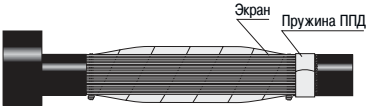

Рисунок 12
4.20 Снять временный б нд ж из ленты ПВХ с проволок экр н . Проволоки экр н р зогнуть в н пр влении друг друг вдоль муфты, н ложив длинные проволоки н короткие (40 мм), и з крепить пружиной ППД (рисунок 12). Излишки проволок обрез ть.